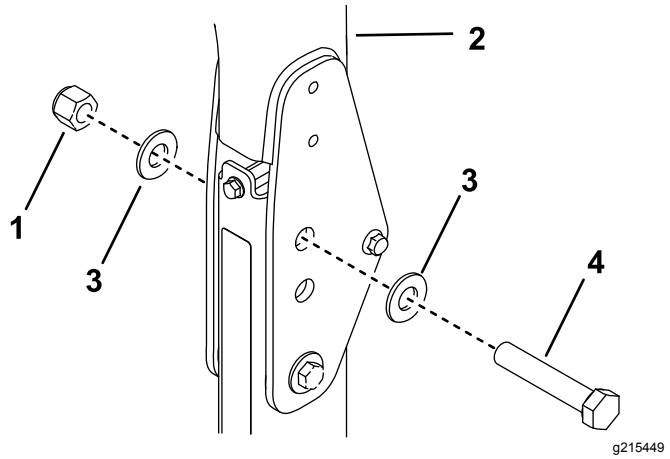

Figur 26
B. Sätt en bricka (13/16 × 1½") på varje skruv (3/4 × 4") enligt Figur 26.
C. Montera skruvarna och brickorna i hålen som stiften togs bort från (Figur 26).
D. Montera en till bricka på varje skruv och fäst med en mutter (3/4 tum) enligt Figur 26.